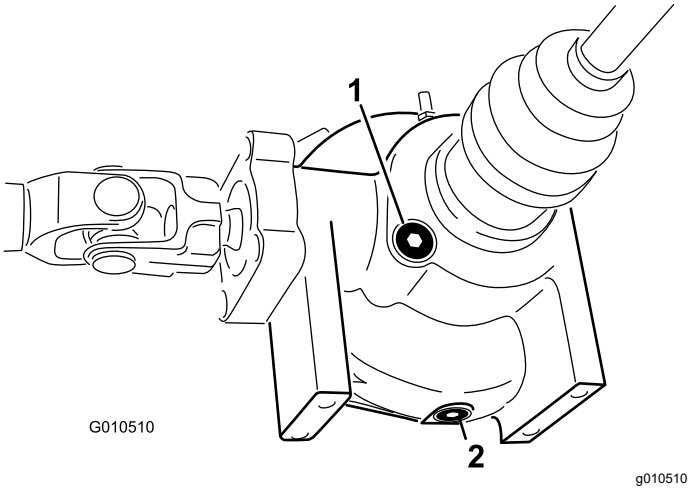

**Figuur 21**
2. Reinig de omgeving van de vul-/controleplug op de zijkant van het differentieel (Figuur 21).